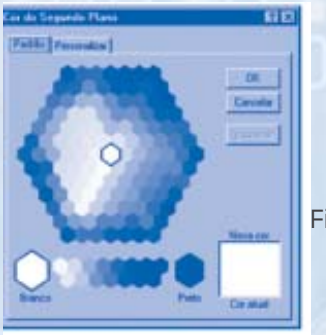

Figura 7 - Quadro de Diálogo para definir a Cor do Segundo Plano.
4. Clique no botão Alterar cor para que você possa percorrer a paleta que exibe mais opções de cores. Quando você seleciona uma cor de fundo, as cores de texto são alteradas para serem coordenadas com a cor de fundo. Observe a figura 7: